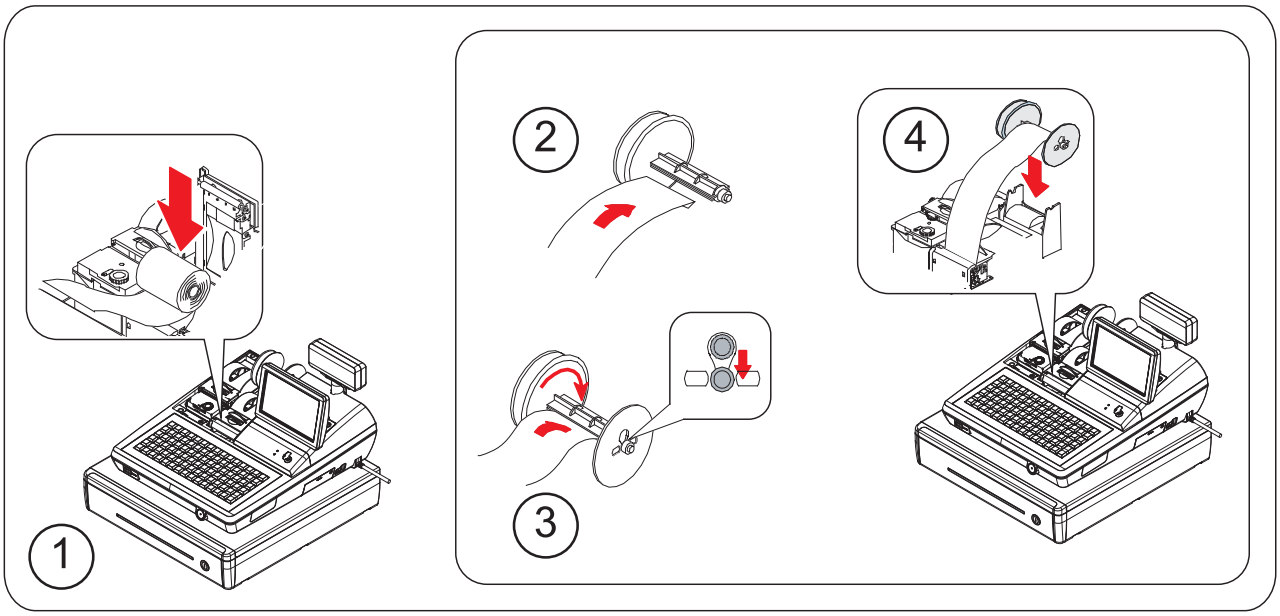

Figure 3-3 Paper & Spool Installation
3. Ensure that the paper is being fed from the bottom of the roll. Place the roll into the concave bottom of the printer. And put the leading edge of the paper over the printer in Figure3-3-①.
5. Place the roll into the concave bottom of the PRINTER as shown in Figure3-3-①.
6. Put the leading edge of the paper over the PRINTER as shown in Figure3-3-①.
8. Fold the end of the thermal paper about 20mm in length. Slide the leading end of the folded paper into the groove on the TAKE-UP SPOOL and wind it onto the SPOOL two or three turns as illustrated Figure3-3-②.
9. Put the removed GUIDE WINDING into the end of the TAKE-UP SPOOL WINDING and fix the removed GUIDE WINDING in the direction as shown in Figure3-3-③.
10. Place the TAKE-UP SPOOL into the HOLDER SPOOL behind the PRINTER(JOURNAL) above the roll paper as illustrated Figure3-3-④.